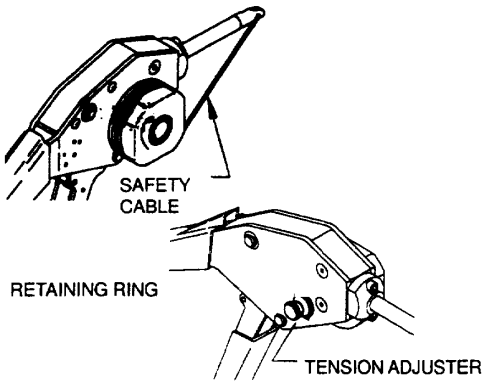

Figure 2-98. Adjustable Tension Safety cable Tool
b. *Adjustable Tension Tool.* (See figure 2-98). Thread the safety cable through the fastener, ferrule, and tool nose in the same way as with other models. Wrap the cable one full revolution (clockwise) around the tension wheel, and with slight pressure applied by pulling the cable, secure the cable into the slot. Rotate the tension knob until several clicks are heard and felt. If additional tension is required, adjustment can be made with the tension adjuster on the opposite side of the tool.
(1) Completely close the handle to crimp and cut the cable. Hold the tool steady and perpendicular to the cable to maintain consistent cable tension. Release the handle and remove the tool from the crimped ferrule. Remove the excess cable segment from the tool prior to the next application.
(2) If it is more convenient to use the adjustable tension tool with the knob located on the opposite side, remove the retaining ring located below the tension adjuster, slide the knob assembly out of the tool body, and re-insert it on the opposite side. Re-install the retaining ring. See figure 2-98.